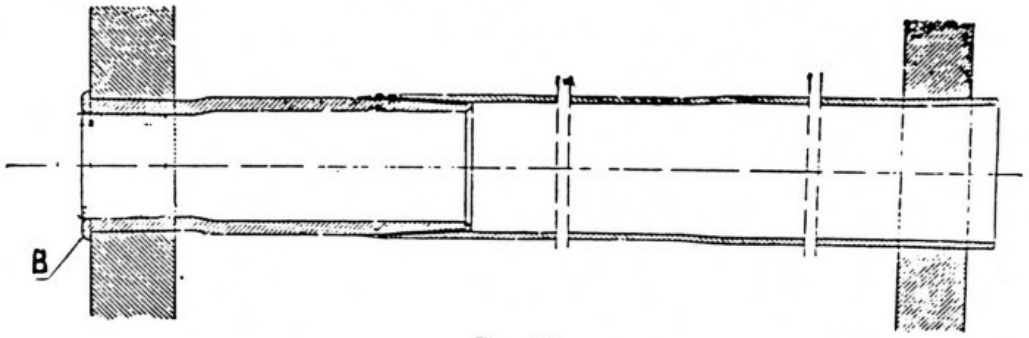

Fig. 26
Le estremità dei tubi vengono fissate alle piastre tubiere mediante *mandrinatura*, in modo da formare un orlo (B) ben aderente ed a tenuta ermetica (fig. 26), facendolo aderire perfettamente ai fori delle piastre, che sono leggermente conici verso l'interno. Dopo la mandrinatura, gli orli dei tubi vengono saldati elettricamente alla piastra tubiera del forno.